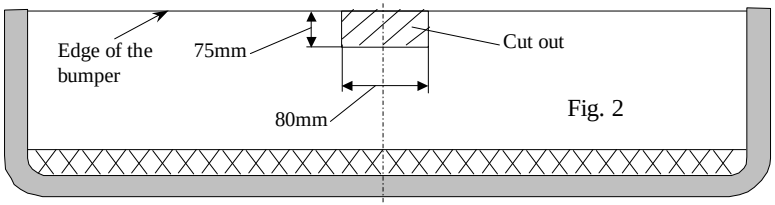

Fig. 2
2. Cut out fragment of the bumper according with fig. 2. Inside part fragment 80x75mm.